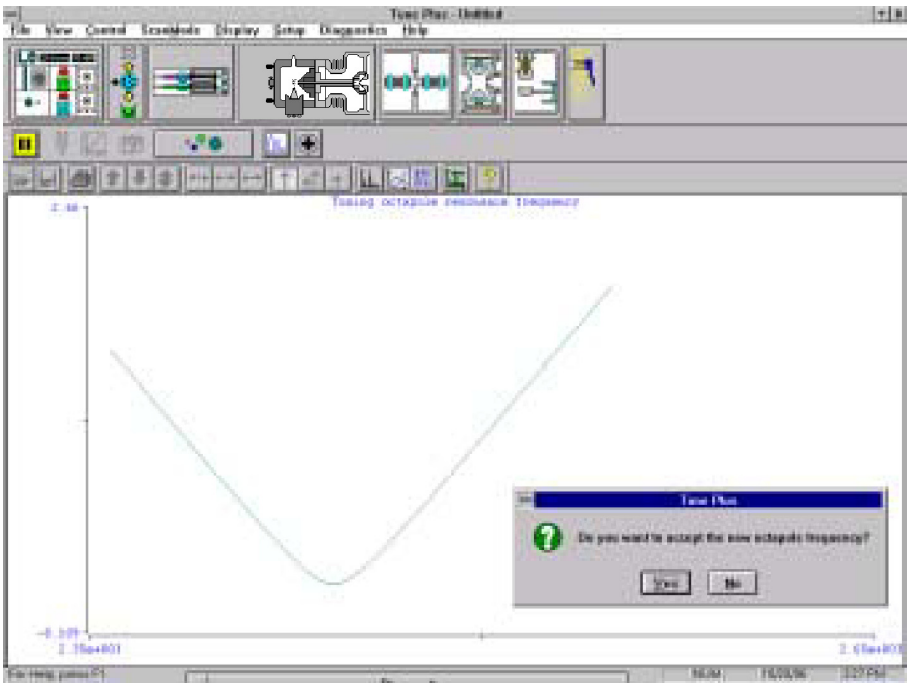

Figure 4-10. Graph view for octapole RF voltage tuning
c. Click on the **Start** button to start the octapole RF voltage tune program. A frequency function appears in the Graph view. See Figure 4-10. The minimum of the frequency function should lie between 2400 and 2550 kHz.